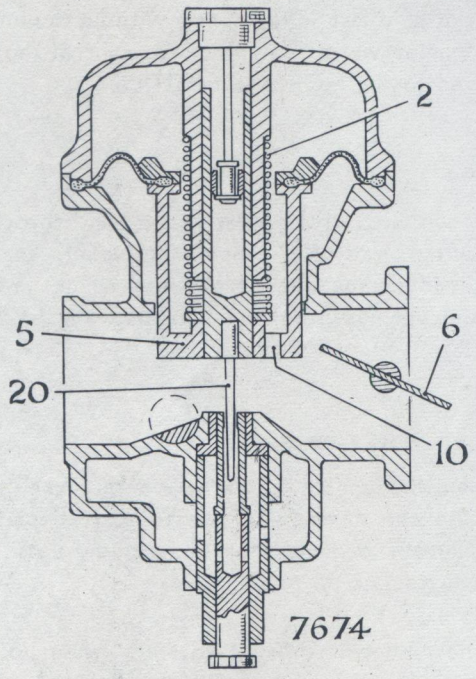

Fig. 6. *Part throttle—moderate engine speed operation*
Figs. 6, 7 and 8, show the approximate positions taken by the air valve piston (5) for part throttle opening at moderate engine speed, full throttle opening at low engine speed, and full throttle opening at high engine speed. From these illustrations it can be seen that the air valve piston position is dependent upon the amount (weight) of air that the engine can draw through the throttle opening, and that a high air speed and almost constant depression will always exist at the fuel discharge annulus where the needle enters the jet.